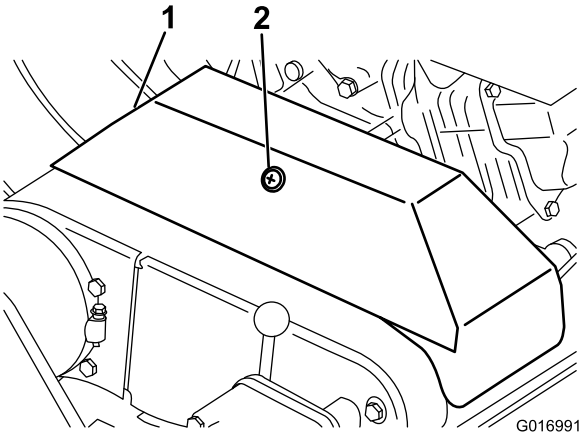

Figur 33
3. Lossa den hållare som håller fast kilremskåpan och öppna kåpan genom att vrida den (Figur 33).